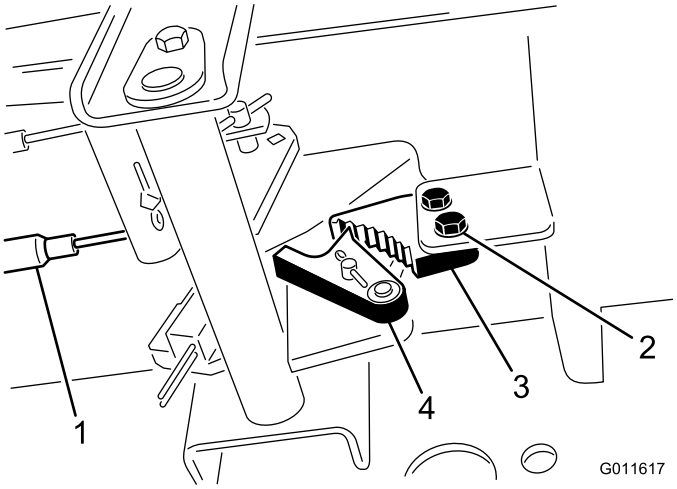

Figura 56
1. Allentate le due viti che fissano il nottolino del freno di stazionamento al telaio (Figura 56).
2. Premete in avanti il pedale del freno di stazionamento finché il fermo non s'innesta completamente nel nottolino del freno (Figura 56).